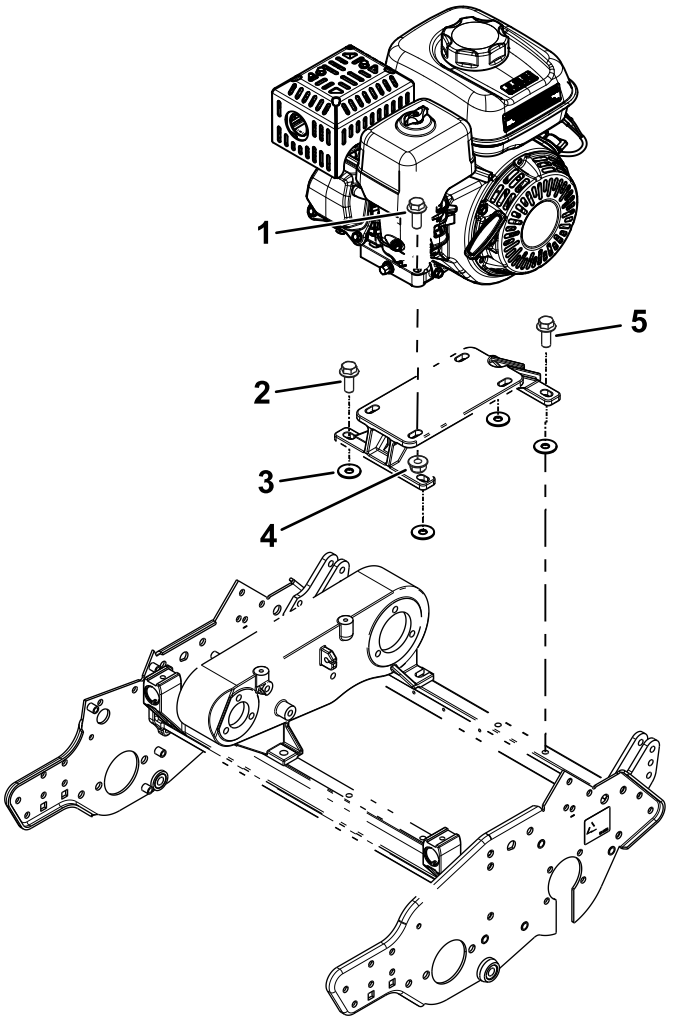

Figur 4
3. Montera motormonteringsfästet på maskinen med de skruvar du tog bort tidigare och fyra brickor (⅜ x 1 ⅛ tum) enligt Figur 4.
Montera den bakre vänstra motorskruven löst (enligt Figur 4).
4. Montera motorn på motorramen med hjälp av de skruvar och muttrar du tog bort tidigare (Figur 4).
8. Ta bort den bakre vänstra skruven från vevhuset (Figur 4) och använd den för att fästa R-klämman och gasvajern på vevhuset.
10. Dra åt alla skruvar som fäster motormonteringen och motormonteringsfästet (Figur 4).